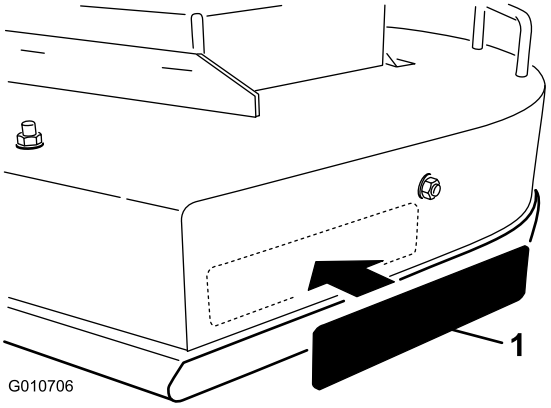

Figur 6
16. Fest merket på plasseringen som er vist i Figur 6.
C. Skrell merket av bakstykket og sett det på plass. (Figur 6).